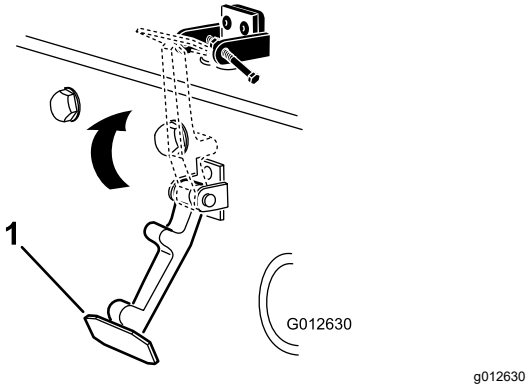

Figur 14
6. Sæt låsen fast på hjelmlåsebeslaget (Figur 14).